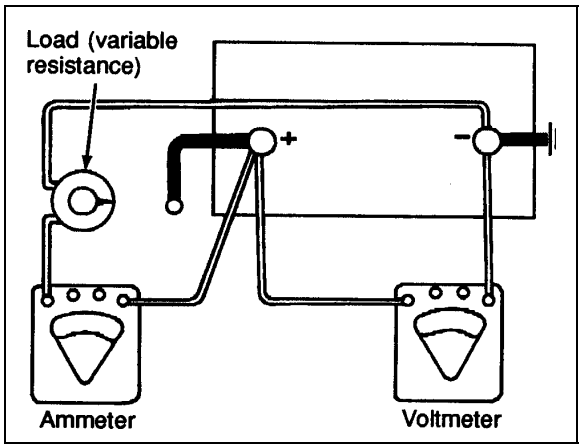

FIGURE 14: LOAD TEST 06064
1. Connect a voltmeter, ammeter, and a variable load resistance as illustrated in figure 14.